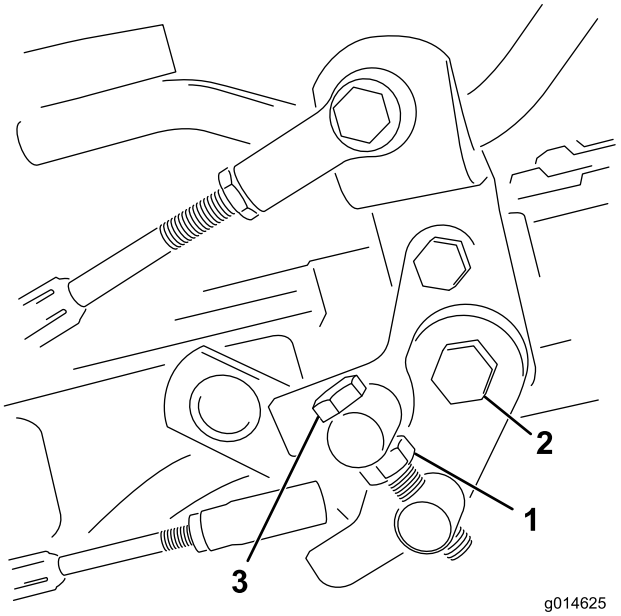

Figur 49
1. Lossa kontramuttern på justeringsbulten (Figur 49).
4. Dra åt kontramuttern på justeringsbulten och muttern på pedaltappen för att låsa justeringen (Figur 49). Kontrollera justeringen och ändra vid behov.